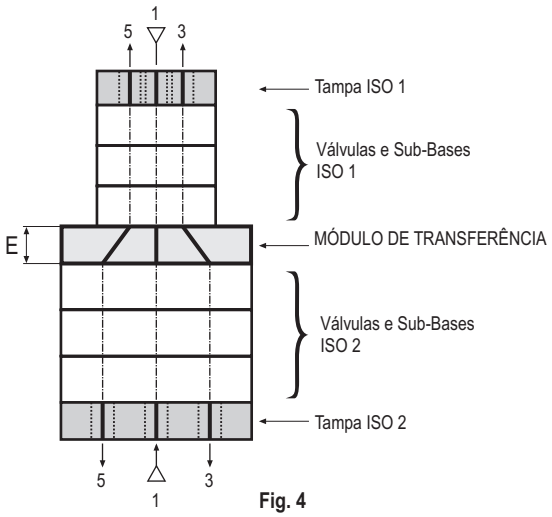

Fig. 4
- **Módulo de transferência e conexões para montagem de sub-bases acopláveis ISO-VDMA de diferentes tamanhos (Fig. 4)**
- Um módulo de transferência ISO-VDMA para sub-bases acopláveis tamanho ISO 1 e ISO 2 com as vias (1) "pressão", (3-5) "escapes" interligadas.